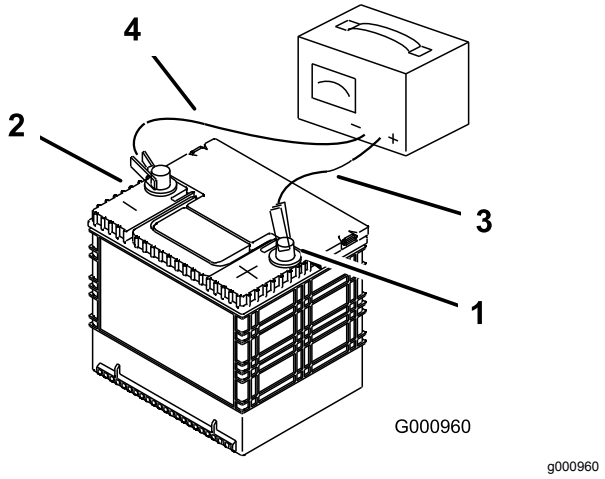

Figur 52
2. Når batteriet er helt oppladet, kobler du laderen fra strømuttaket, og deretter laderledningene fra batteripolene (Figur 52).